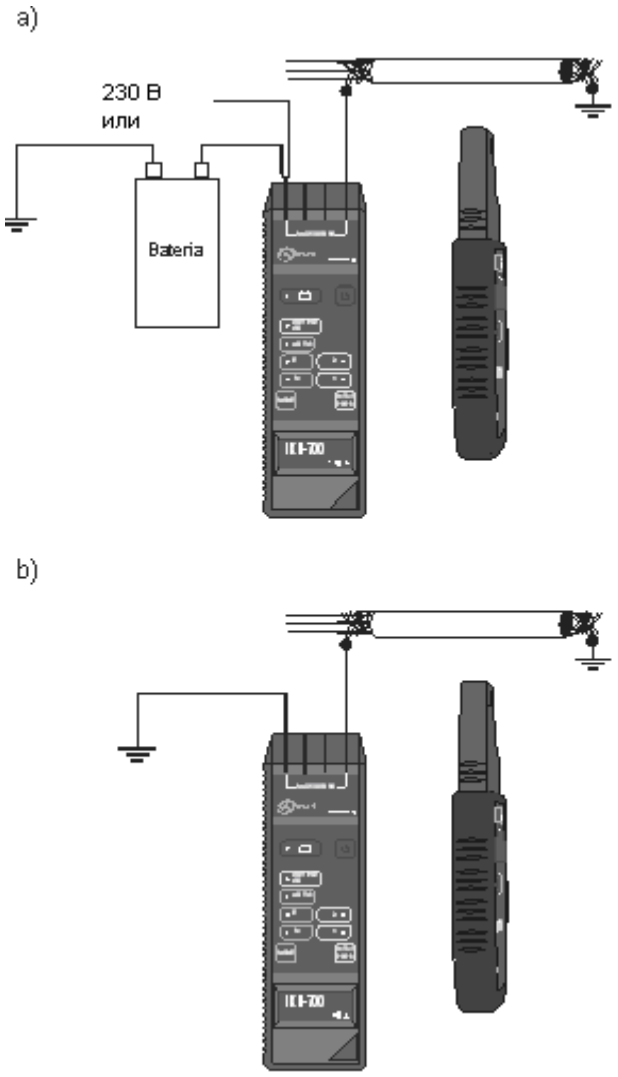

Рис.25 Отслеживание трассы экранированного кабеля:
- Соединить одно из гнезд 1, 2 генератора к экрану кабеля, а второе – к заземлению или заземленному источнику питания постоянного или переменного тока (Рис.25);